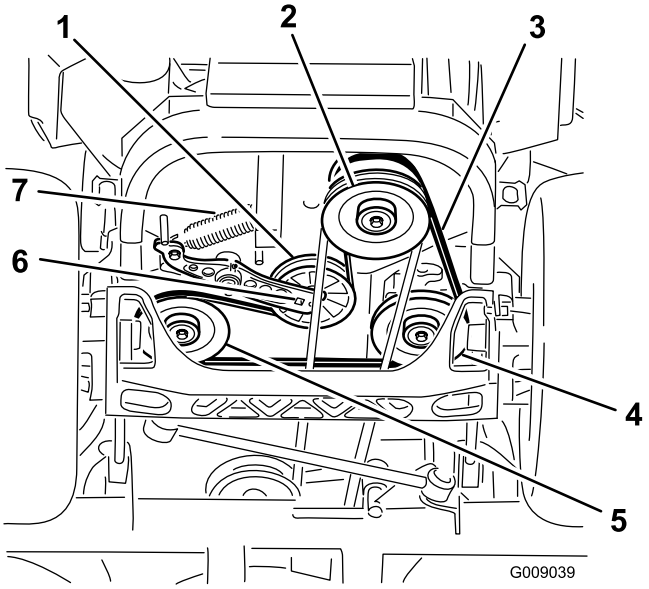

Figur 76
4. Løft maskinen, og understøt den med donkrafte (Figur 76).
5. Brug en skralde i det firkantede hul i styrearmen for at fjerne styrefjederen (Figur 76).
6. Tag styrefjederen af stellet (Figur 76).
9. Brug en skralde i det firkantede hul i styrearmen for at montere styrefjederen på stellet (Figur 76).